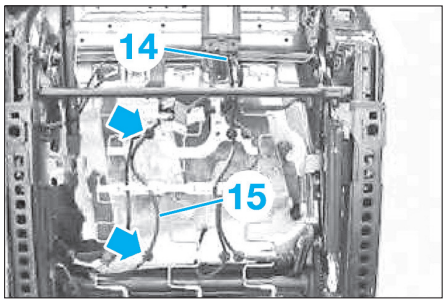

Fig. 18
• Déverrouiller et débrancher le connecteur (14) **(Fig.18)**.
• Dégrafer le faisceau de câbles (15) des attaches au niveau du mécanisme de réglage du siège.